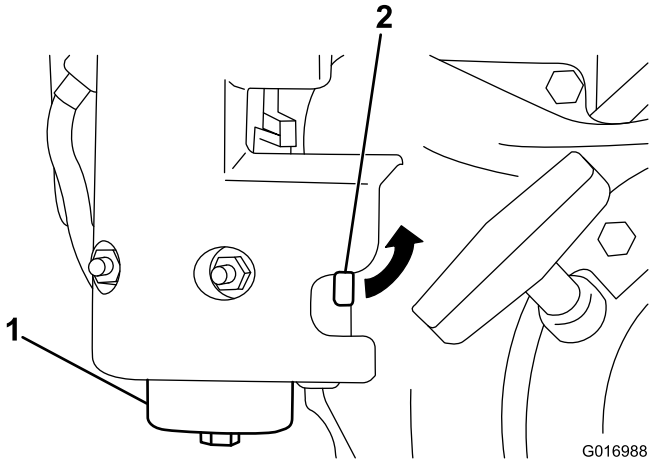

**Figuur 29**
1. Sluit de brandstofkraan en schroef de bak van de filterbehuizing (Figuur 29).